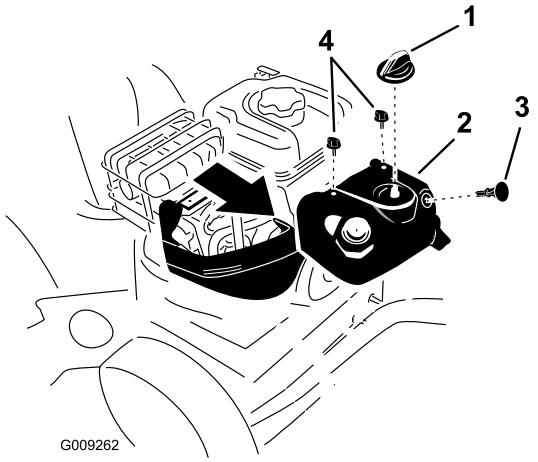

**Figure 55**
**Note:** To access the spark plug, you must first remove the upper snow hood (Figure 55).
1. Remove the choke knob and the ignition key (Figure 55).
2. Remove the 2 screws that secure the upper snow hood to the snowthrower (Figure 55).